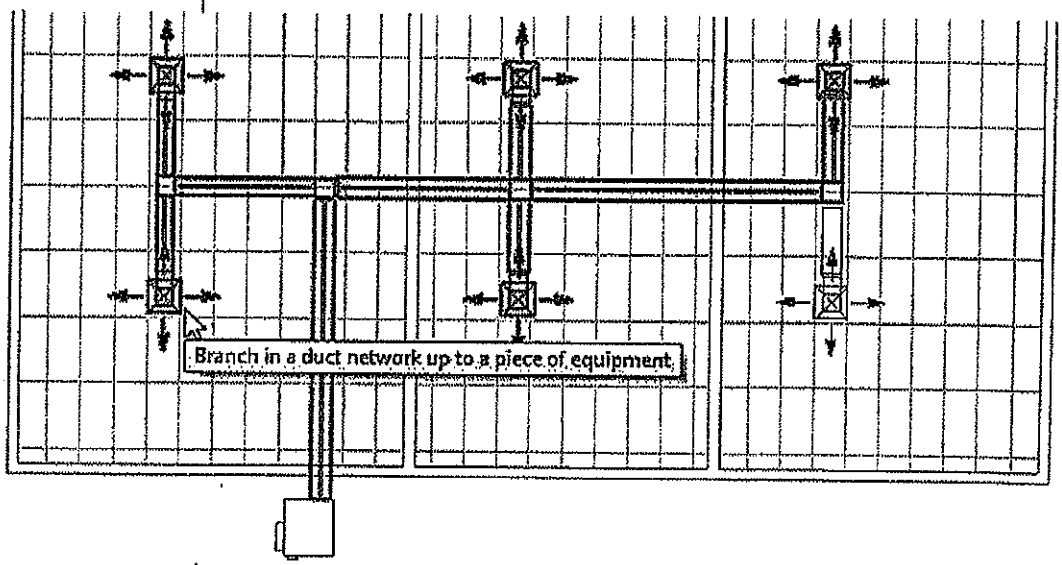

Figure 5–41
- For a quick way to test the continuity of a system, hover the cursor over one of the linear connections and press <Tab> until the whole system highlights. For example, in Figure 5–41, one of the ducts is not attached to the fitting and therefore is not highlighted.